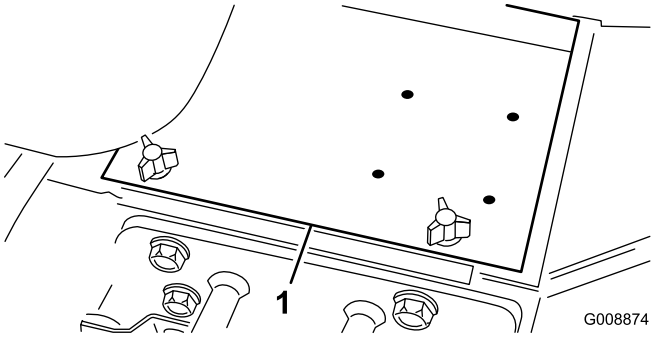

Figur 41
2. Løsne knottene og fjern batteridekslet (Figur 41).